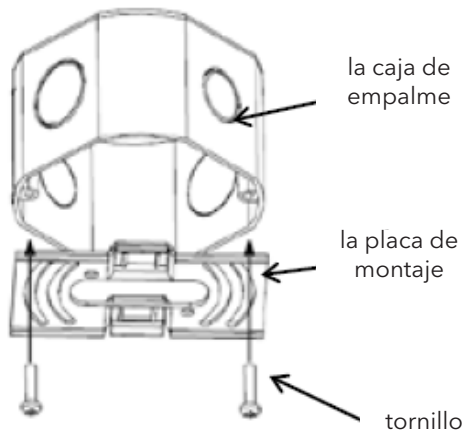

Fig. 1
2. Fije la placa de montaje (suministrada) a la caja de empalme con los tornillos (suministrados) [Fig. 1].